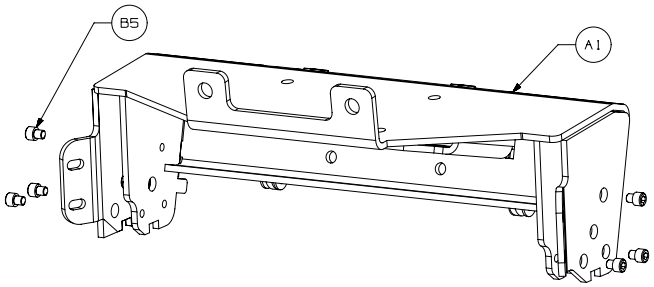

Figure 2
4. Utilisez un taraud pour nettoyer le filetage du kit de montage de lame de tout dépôt de peinture. Posez les fixations (B5) dans le kit de montage de lame. Voir la figure 2.